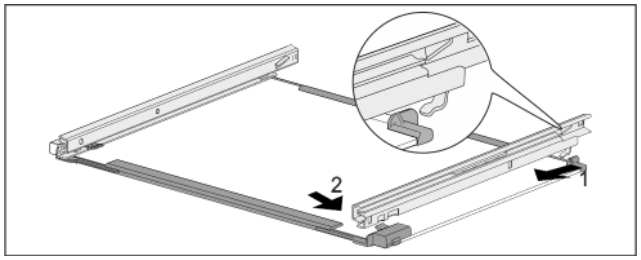

Fig. 196 Glass shelf with rails
▶ Hook in rail at the back. *Fig. 196 (1)*
▶ Hook in rail at the front. *Fig. 196 (2)*